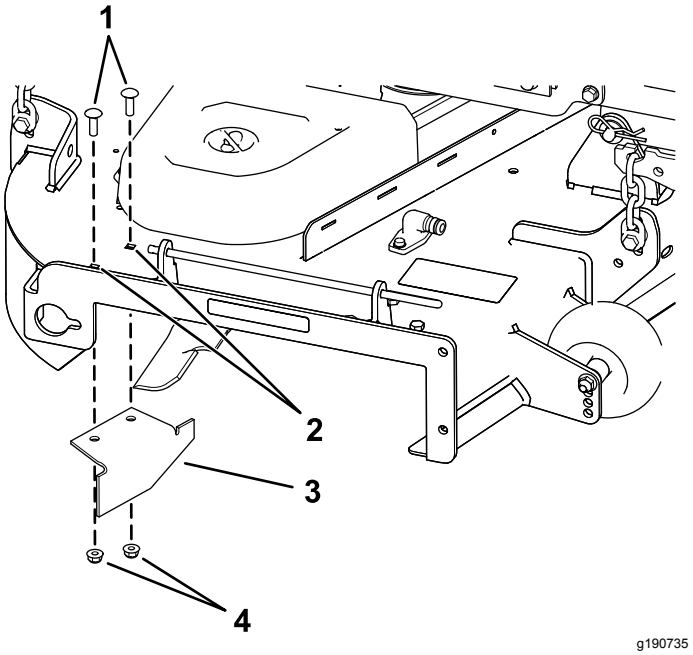

Figuur 19
14. Zoek de keerplaat in de zak met losse onderdelen, verwijder het bevestigingsmateriaal uit de achterste openingen van de geleiderplaat, en monteer het schot op de zijafvoeropening van het maaidek (Figuur 19).